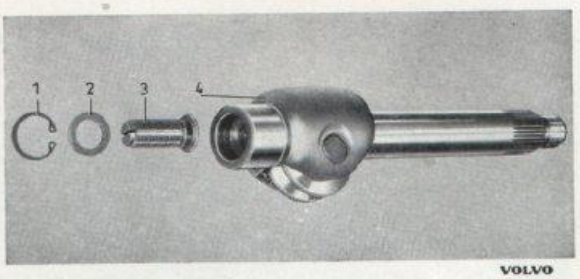

Bild 6-26. Styraxel
5. Montera justerskruv, bricka och låsring i styraxeln, jämför bild 6-26. Justerskruvens glapp i axiell led skall vara så litet som möjligt och högst 0,1 mm. Glappet minskas genom att byta ut bricka (2) mot en tjockare. Justerskruven skall dock gå lätt vrida efter monteringen.